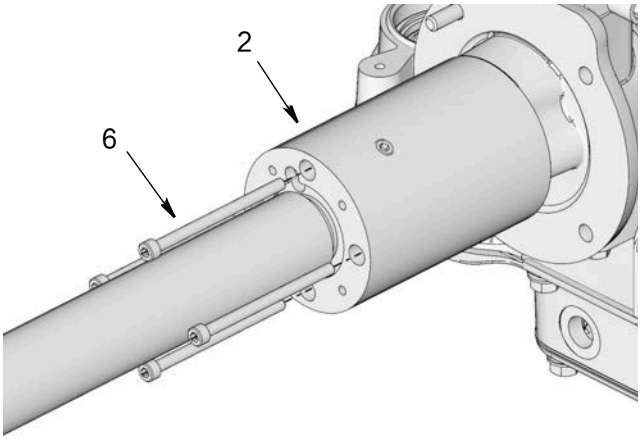

图 24
9. 从泵适配器 (2) 拆下螺丝 (6) （ 图 24 ）。